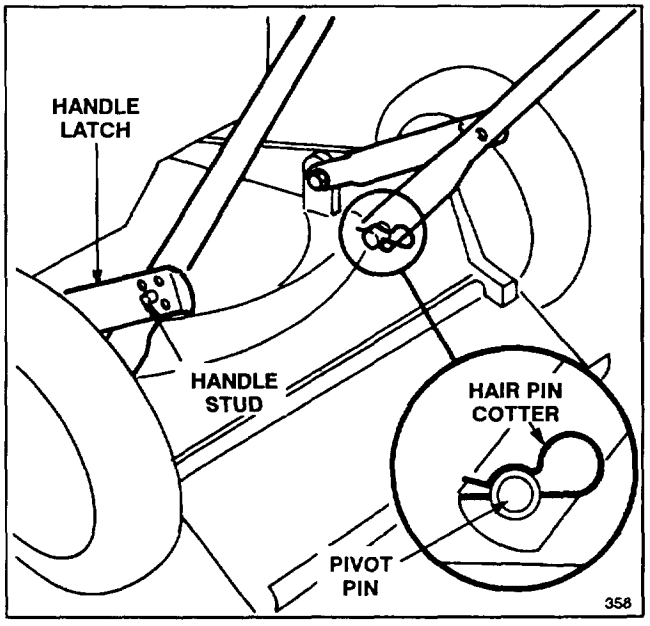

Figure 1
1. LOWER HANDLES (Fig. 1)—Make sure control cables are between lower handle tubes. Push ends of handle together and install on pivot pins. Bend handle latches slightly inward. Move handle and latches backward until handle studs snap into center hole. Push hair pin cotters through holes in pivot pins.
Note: If handle height is not satisfactory, adjust by placing handle stud (Fig. 1) into a different hole.